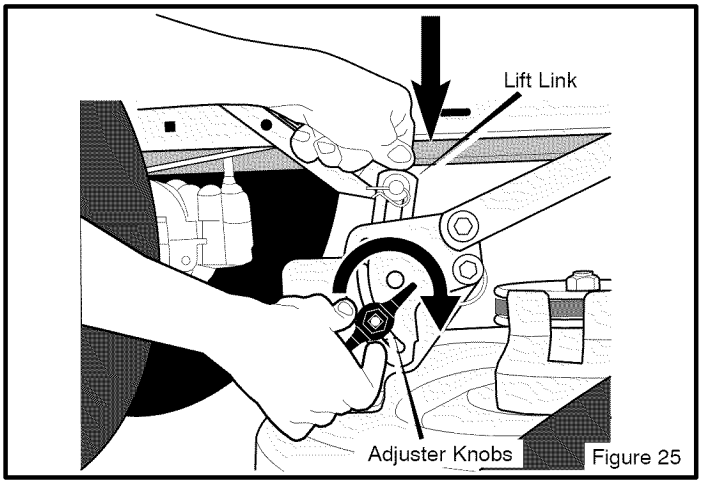

Figure 25
6. Loosen the left and right **adjuster knobs** (Figure 25). Push down on each side of the mower housing. Make sure both sides of the mower housing are setting on a flat surface. Also, make sure the lift links are loose and can easily move up or down.
7. Push down on the **lift links** and tighten the left and right **adjuster knobs** (Figure 25). Make sure the **adjuster knobs** are tight. If necessary, use a wrench to tighten the **adjuster knobs.** For plastic **adjuster knobs,** tighten to a torque of 7 foot pounds (9,5 N-m). For metal **adjuster knobs,** tighten to a torque of 10 foot pounds (13,5 N-m).